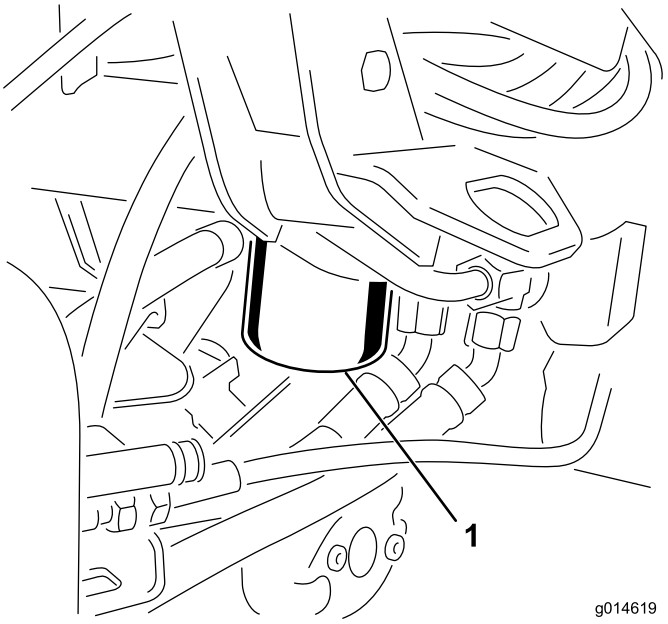

Figuur 51
1. Reinig de omgeving van de plaats waar het filter wordt gemonteerd (Figuur 51). Plaats een opvangbak onder het filter en verwijder het filter.